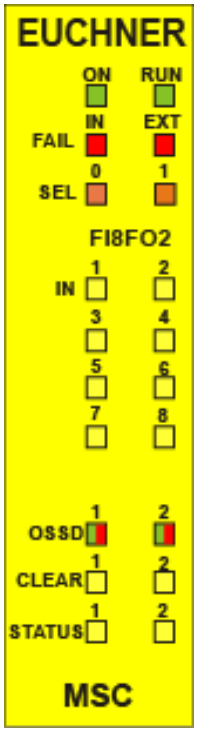

Bild 30: FI8FO2
8.4.3. Modul FI8FO2 *(Bild 30)*